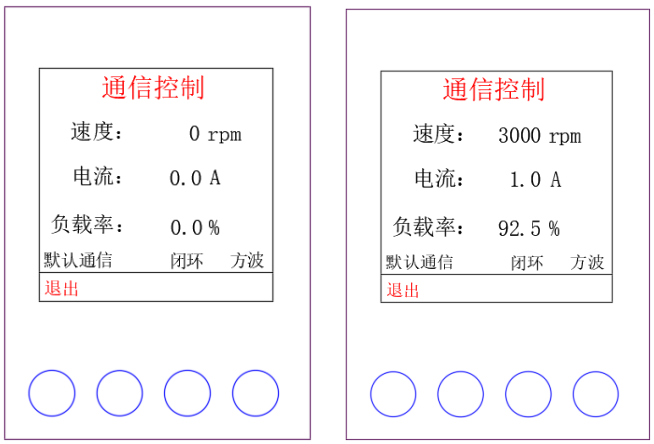

图 6.35 通信闭环控制各界面
- 通过 485 配置软件发送目标速度，进行调速和方向控制。如**图 6.35**。